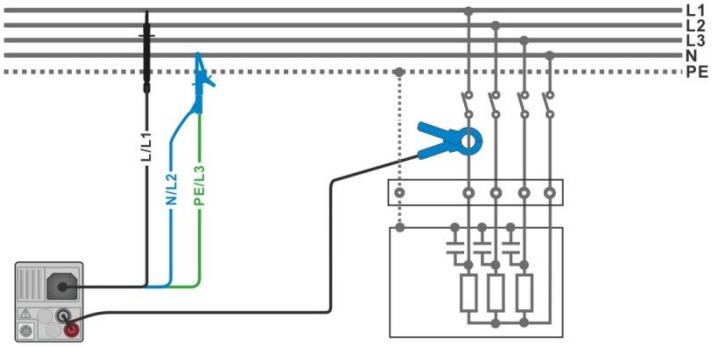

Figure 7.70: Power measurement
- Connect the voltage test leads and current clamp to the item to be tested (see ***Figure 7.70***).